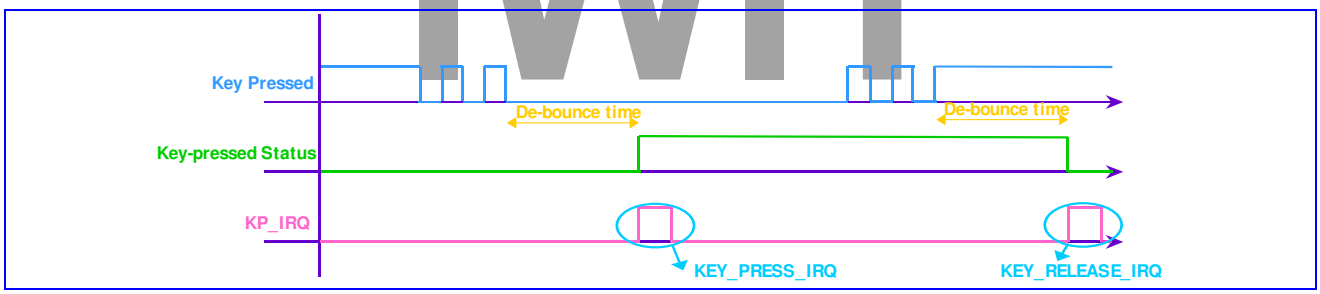
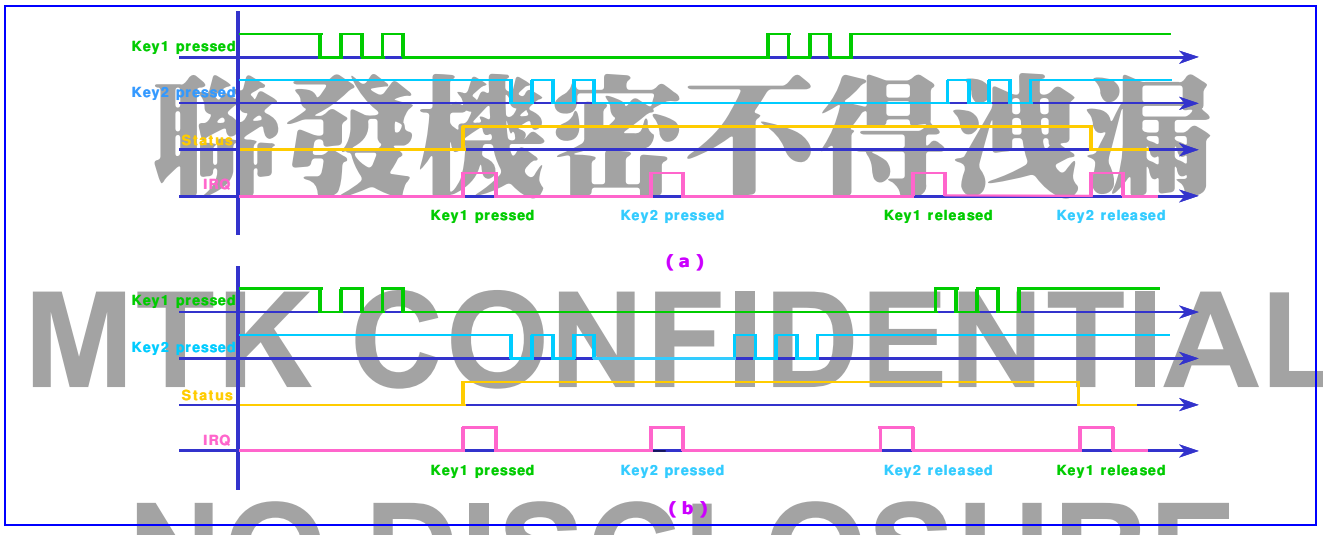
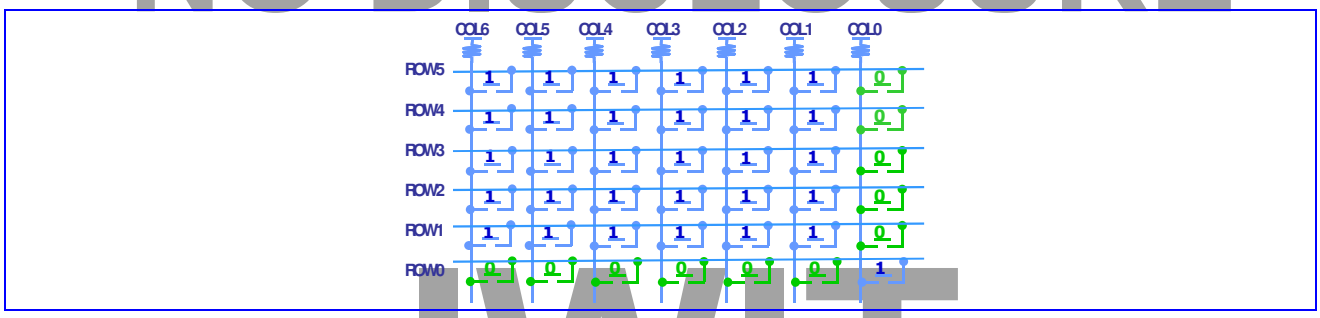

Figure 43 One key pressed with de-bounce mechanism denoted
Figure 44 (a) Two keys pressed, case 1 **(b)** Two keys pressed, case 2
Figure 45 11 keys are detected at the same time
will not be read clear by APB bus read command. The status register can only be changed by the key-pressed detection FSM. This keypad can detect one or two key-pressed simultaneously with any combination. **Figure 43** shows one key pressed condition. **Figure 44**(a) and **Figure 44**(b) indicate two keys pressed cases. Since the key press detection depends on the high or low level of the external keypad interface, if keys are pressed at the same time and there exists a key that is on the same column and the same row with the other keys, it will not be able to decode the correct key pressed. For example, if there are three key presses: key1 = (x1, y1), key2 = (x2, y2), and key3 = (x1, y2), then both key3 and key4 = (x2, y1) will be detected, and therefore it will not possible to distinguish correctly. Hence, the keypad can detect only one or two keys pressed simultaneously at any combination. Due to the keypad interface, more than two keys pressed simultaneously with some specific pattern will get the wrong information. If these specific patterns are excluded, the keypad-scanning block can detect 11 keys at the same time and it's shown as **Figure 45**.